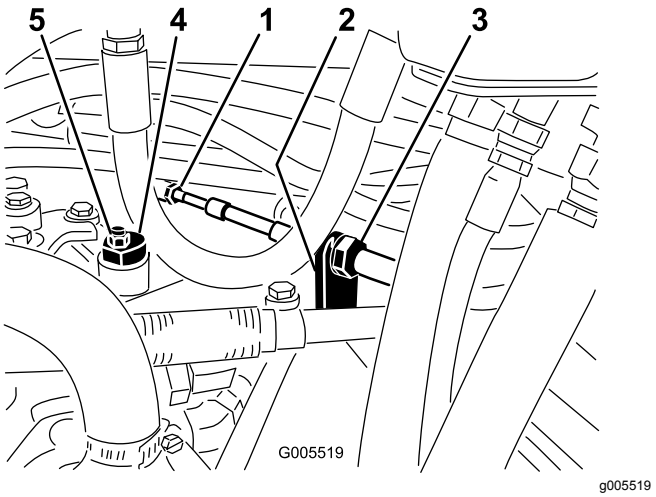

Figur 52
A. Løsne begge låsemutterne som fester trekkontrollkabelen til hydrostatens skillevegg (Figur 52). Pass på at låsemutterne er like løse, og at de er løse nok til at du kan foreta en justering.
Merk: Løsne mutteren som fester eksenteren til toppen av hydrostaten (Figur 52).
C. Stram eksenteren til den ikke beveger seg i noen retning. Når hjulet ikke lenger roterer, må du stramme mutteren som låser eksenteren og justeringen (Figur 52). Kontroller justeringen med gassen i sakte- og hurtigstillingene.
D. Stram låsemutterne på hver side av skilleveggen like mye, slik at du fester trekkabelen til skilleveggen (Figur 52).Ikke vri kabelen.